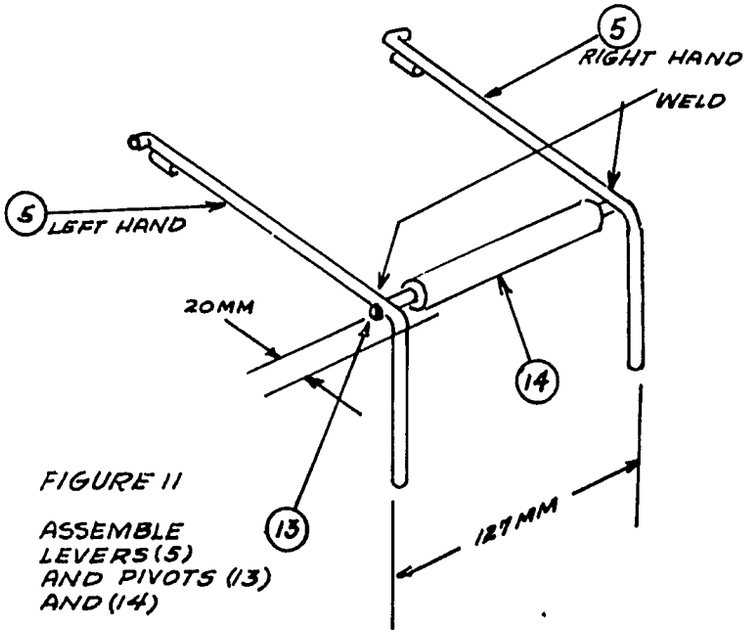

FIGURE 11
13. Mild steel rod, 10mm x 12.7cm (3/8" x 5"). Two are needed. See Figure 11. Parts No. 5 are made in pairs by welding to the ends of part No. 13. Before welding, insert part